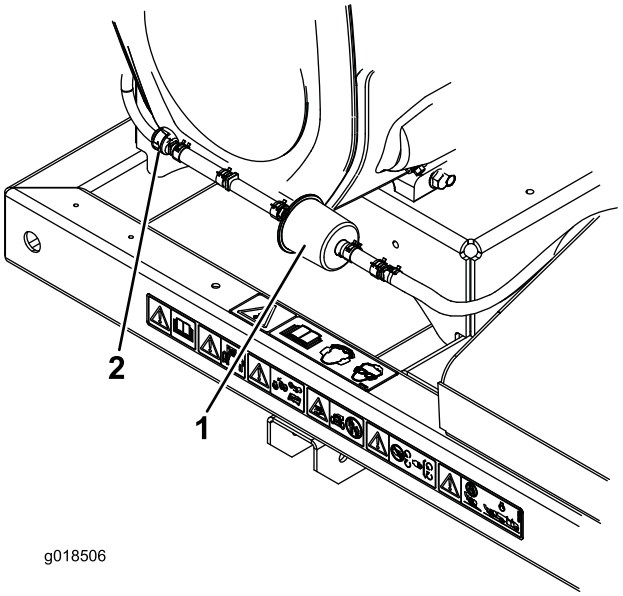

**Figur 19**
2. Flyt slangeklemmerne af fjedertypen på begge sider af udluftningsrørets filter til kulfiberbeholderen væk fra filteret (Figur 19).
3. Fjern og kassér kulfilteret (Figur 19).
4. Indsæt et nyt filter i slangen med pilen på filteret pegende hen imod kontraventilen og sæt det fast med slangeklemmer (Figur 19).